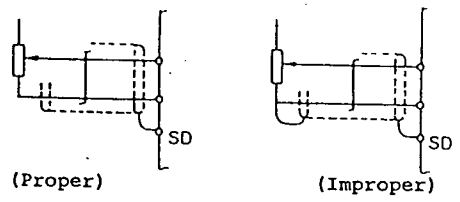

Fig. 4-16 Connection I of shield sheath
① Connect the outer sheath of the shield cable to the terminal SD of the servo amplifier connector, and be sure to open the other end. Refer to Fig. 4-16 and 4-17.